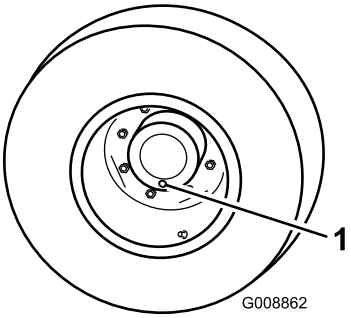

Figur 62
1. Ställ maskinen på ett jämnt underlag och placera hjulen så att en av kontrollpluggarna befinner sig i det lägsta läget (klockan 6) (Figur 62).